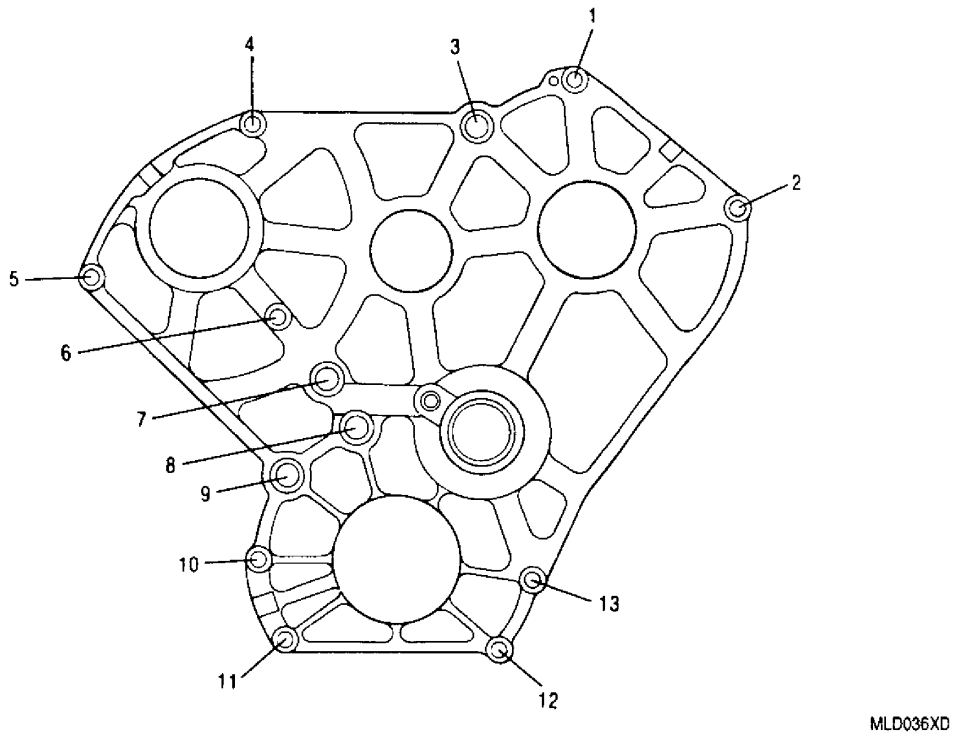

Figure 36. Inner Diaphragm Nut Tightening Sequence
(2) Install inner diaphragm over studs.
(3) Install washers (11) and nuts (12) fingertight.
(4) Seat inner diaphragm by torquing nuts, in sequence at locations 8, 10, and 13 (figure 36), 100 lb in. then loosen to zero torque. (QA)
(5) Torque all nuts 120−180 lb in. in numerical sequence shown (figure 36). (QA)